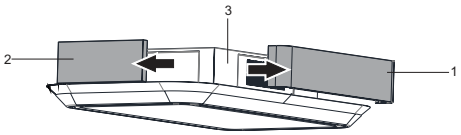

Abb. 41
1. Die langen und kurzen Abdeckungen (Abb. 41/1-2) der Motor-Box entfernen.